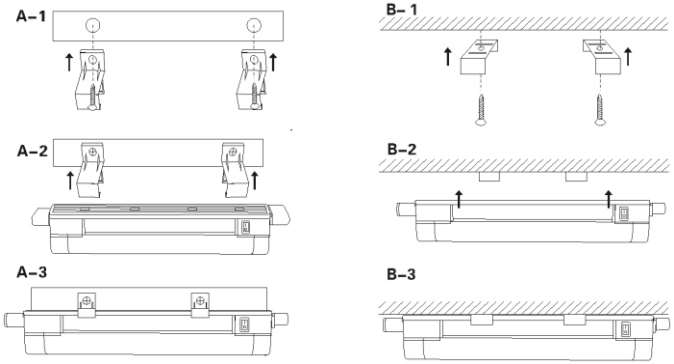

Рис.1
- Распакуйте светильник и установите его на место эксплуатации с помощью комплекта крепежа (см. Рис.1);